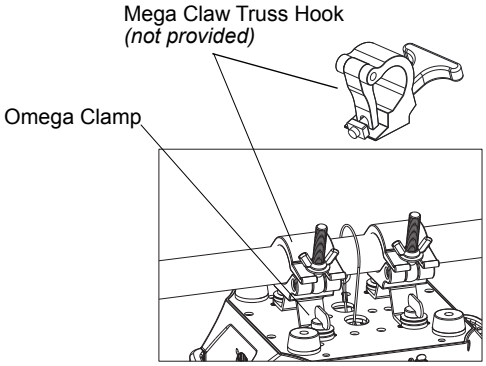

Figure 4: Truss Hook Installation
Step 1. Install truss hooks and omega clamps as shown in **Figure 4**.